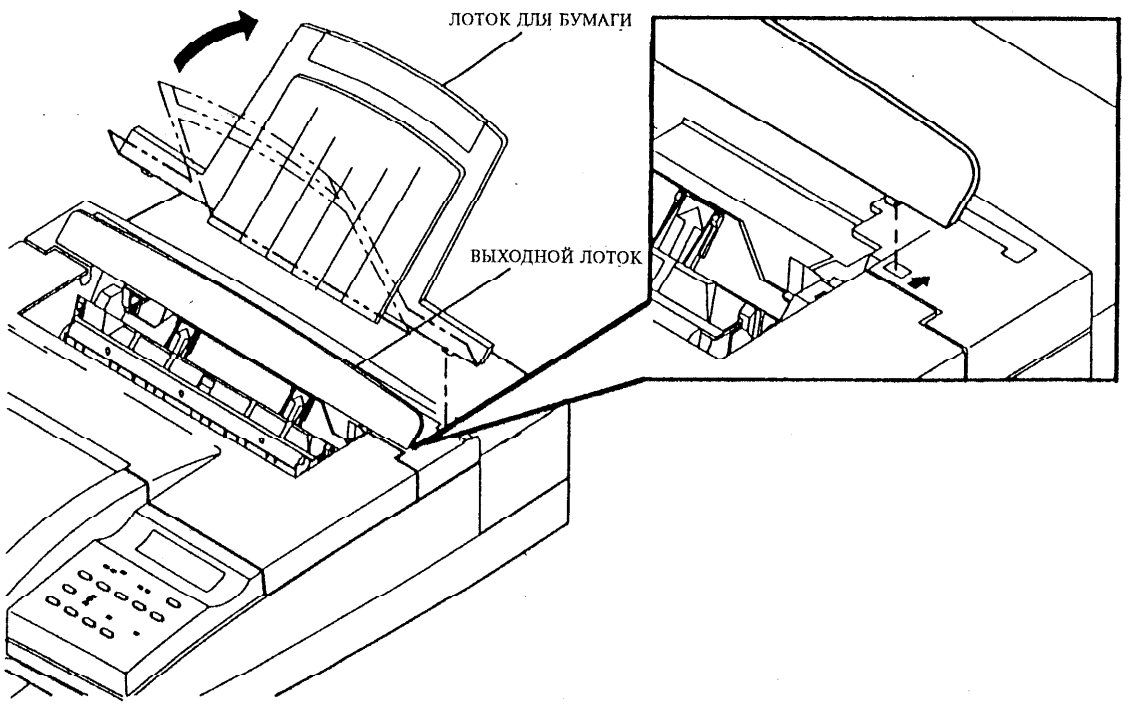

Рис. 3 Установка выходного лотка и лотка для бумаги
7. (Рис. 3): Установите лоток для бумаги, как показано на рисунке. Разместите два выступа в отверстиях и позвольте лотку повернуться к задней части аппарата.